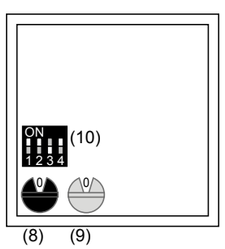

Bild 3: Dreh- und DIP-Schaltereinstellung
- Am Tasten-Aufsatz die Gruppenadresse 0-F des schwarzen Drehcodierschalters (Bild 3, 8) entsprechend der Einstellung am BTE-116 Tastenexpander einstellen.
- Am Tasten-Aufsatz die Teilnehmeradresse des blauen Drehcodierschalters (Bild 3, 9) entsprechend des Türruf-Anschlusses am BTE-116 Tastenexpander einstellen.
- Den DIP-Schalter für Betriebsarten (Bild 3, 10) entsprechend nachfolgender Tabelle 2 einstellen.